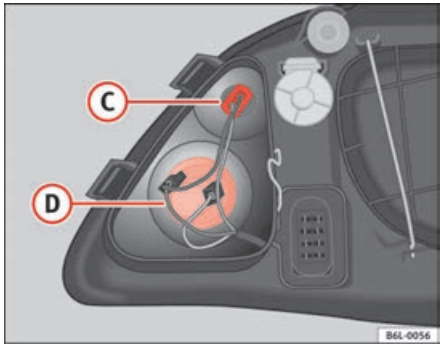

Fig. 158 Indicator lights
– Turn the lamp holder to the left and remove it from the casing ⇒ fig. 158 (D).